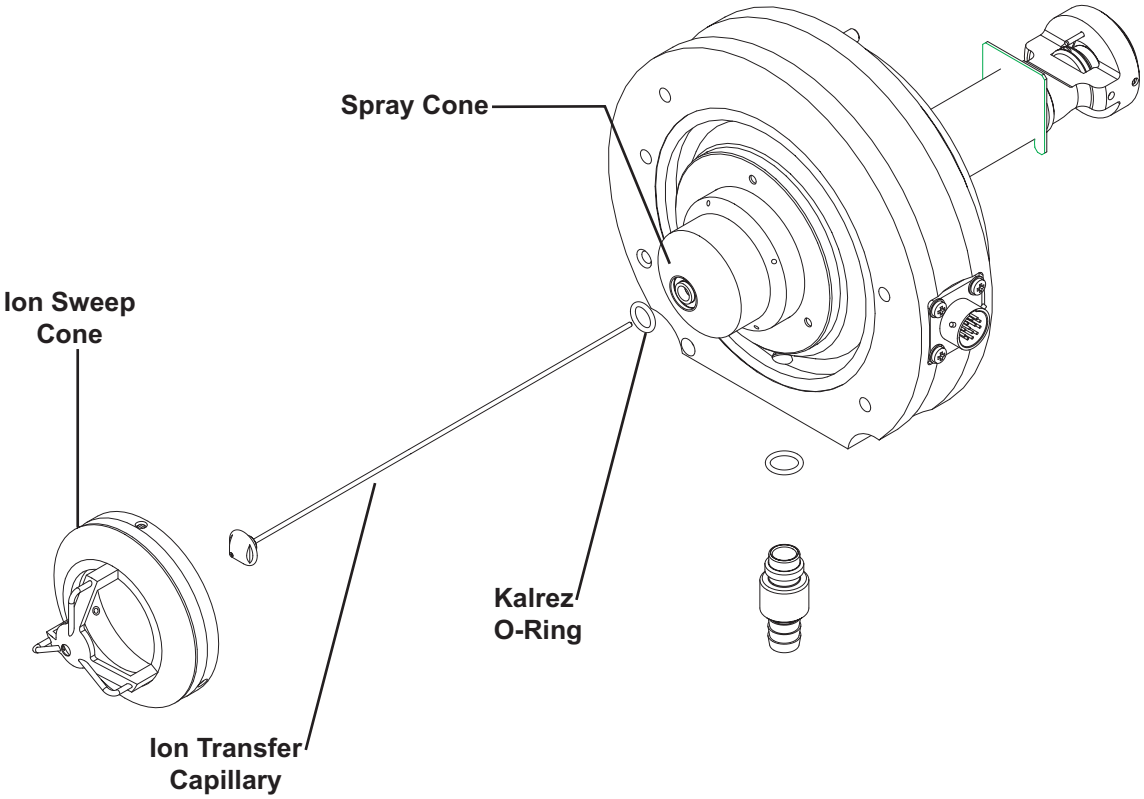

Figure 4-3. Exploded view of the front of the API stack
11. Reinstall the ion transfer capillary. See Figure 4-3. Replace the Kalrez O-ring (P/N 00107-12750) if necessary. Refer to the topic **Maintaining the API Stack** on page 4-11.